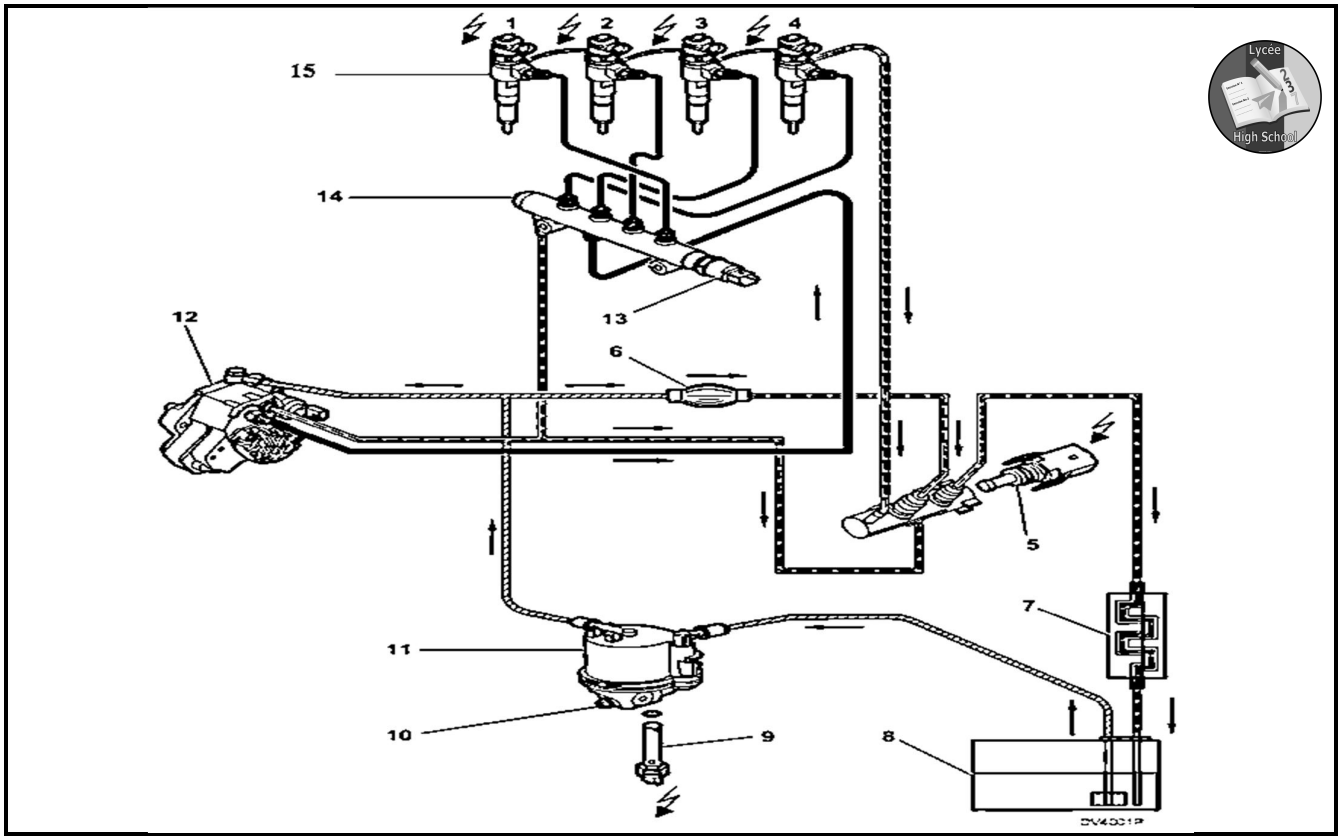

Figure 2 : système d'injection HDI BOSCH EDC 16 C3
II.3.1 Suite aux multiples essais de ce véhicule, vous constatez que le moteur manque de puissance et vous incriminez alors les organes du circuit d'alimentation. La **figure 2** ci-dessous représente le système d'injection diesel **HDI BOSCH EDC16 C3** qui équipe le moteur de ce véhicule. Donner deux (02) causes possibles de cette anomalie. **(0.75ptx2=1.5pt)**
II.3.3 Après dépose du système d'injection diesel **HDI BOSCH EDC16 C3** de ce véhicule, vous constatez que certains éléments repérés : **5** ; **11** ; **14** et **15** de la **figure 2** ci-dessus sont défectueux. Pour chacun des éléments repérés dans le **tableau 4** ci -dessous, rechercher une panne possible et une solution envisageable. **(4pts)**